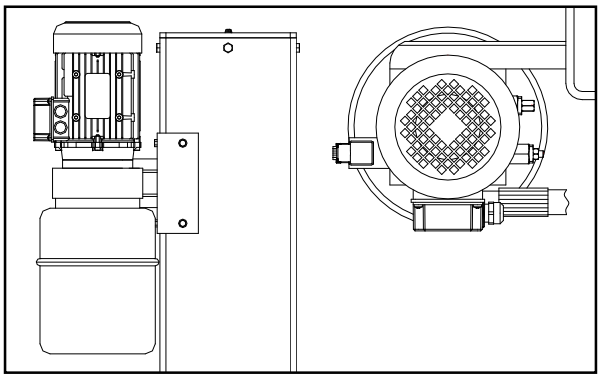

Abb. 33
• Montieren Sie die Pumpe an der Halteplatte gemäss **Abb. 33 und befestigen Sie diese unten an der Hauptsäule.**